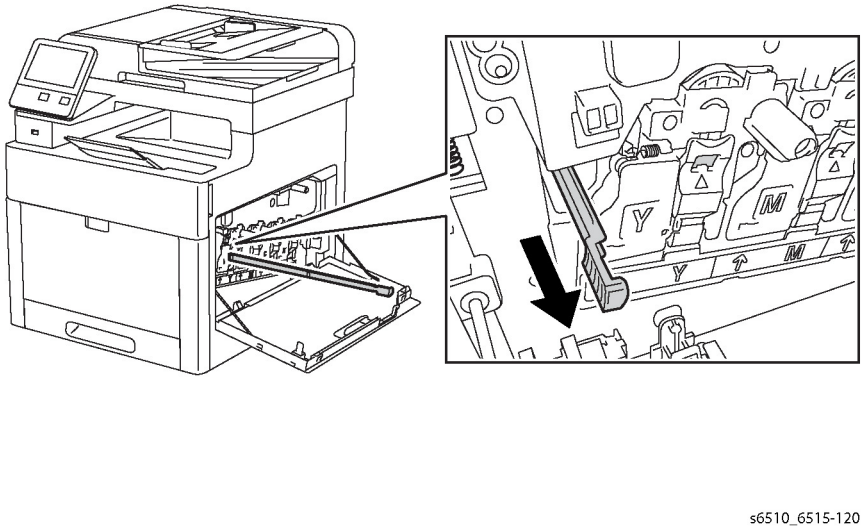

Figure 1 Remove the LPH Cleaner Assembly
2. Refer to Figure 1 to pull out the Cleaner Assembly.